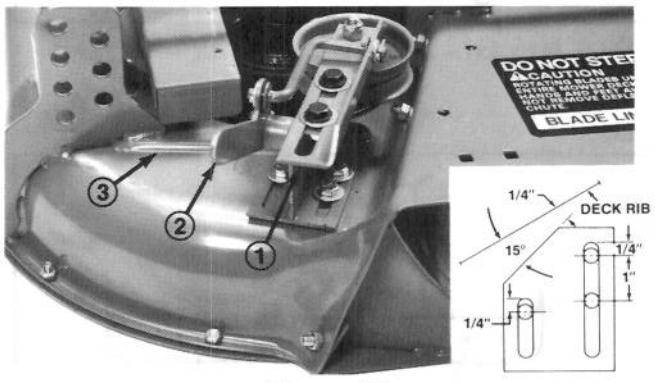

Figure 12
1. Position idler assembly on deck; see Fig. 12.
2. Engage idler lever (toward belt) and slide idler pulley firmly into blower belt. To provide for future adjustment, there should be at least 1/4" clearance between front of idler mounting bracket and raised rib in deck (Fig. 12, inset.) Mounting bracket should be positioned on flat part of deck. Make sure idler pulley clears spindle pulley and blower and idler lever clears carrier frame when in the engaged position. Mounting bracket should be at approximately 15° to deck rib (Fig. 12, inset).
3. Using dimensions shown in Fig. 12, Inset, locate and drill (3) 3/8" dia. holes in deck.